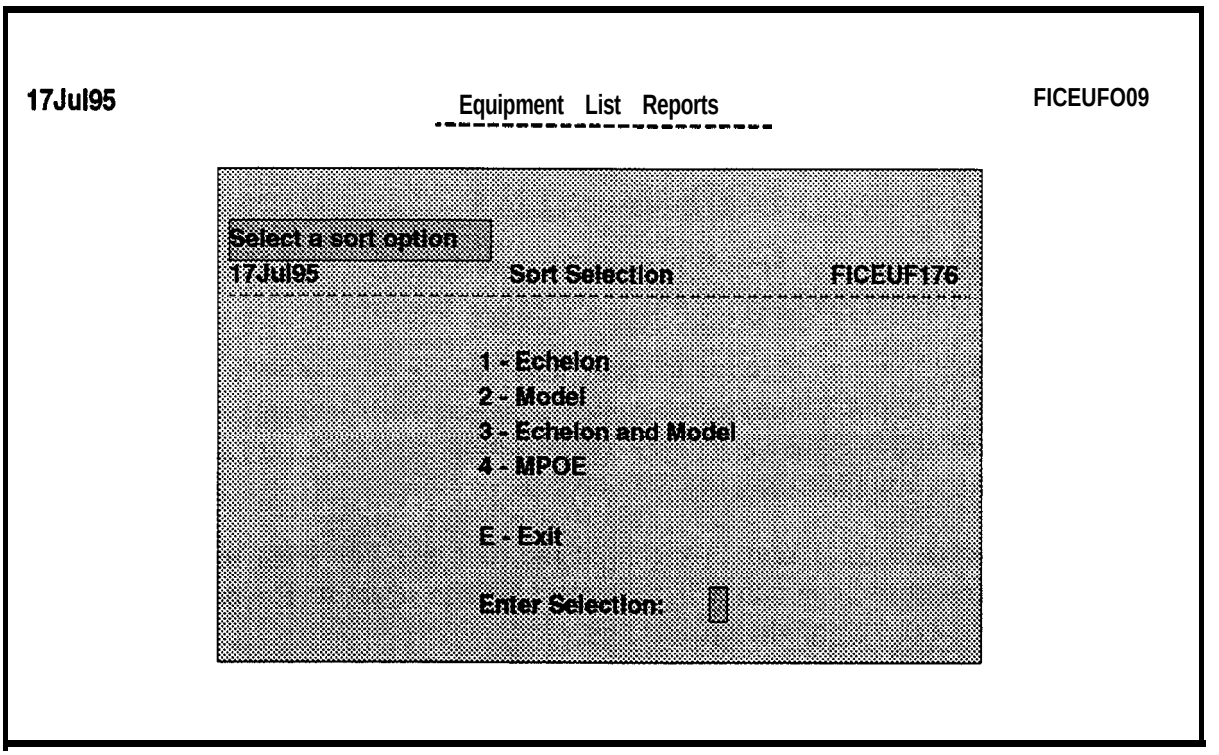

Figure 6-25. Sort Selection Window for the Bumper Number Summary Report
e. When all the units have been selected, press **ESC** to accept your selections. The Sort Selection window will be displayed as shown in Figure 6-25.